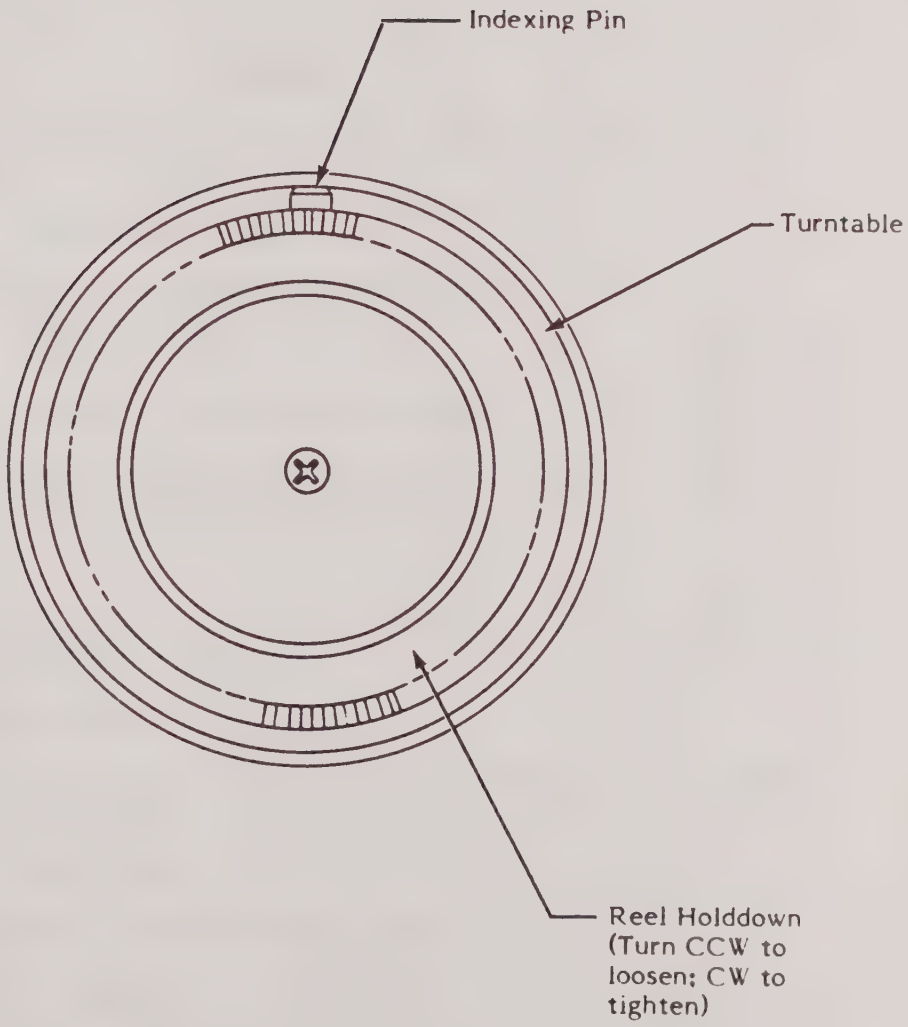

Figure 3-7. Reel Drive Hub - Model 6507
1. Loosen the hub's outer metal reel holddown (see Figure 3-7) by turning it counterclockwise as far as possible.